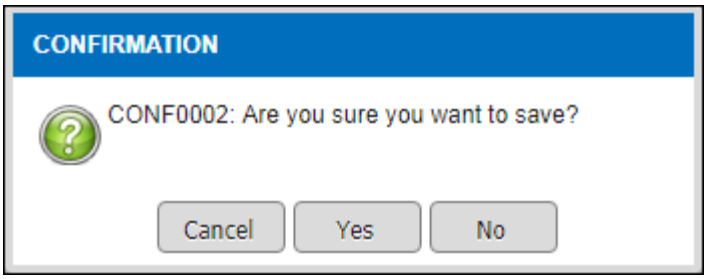

Figure 3.3-7 Record Alert Message
- *After clicking save, an alert message will be displayed as per Figure 3.3-7, click on the* Yes *button to confirm saving of the record.*